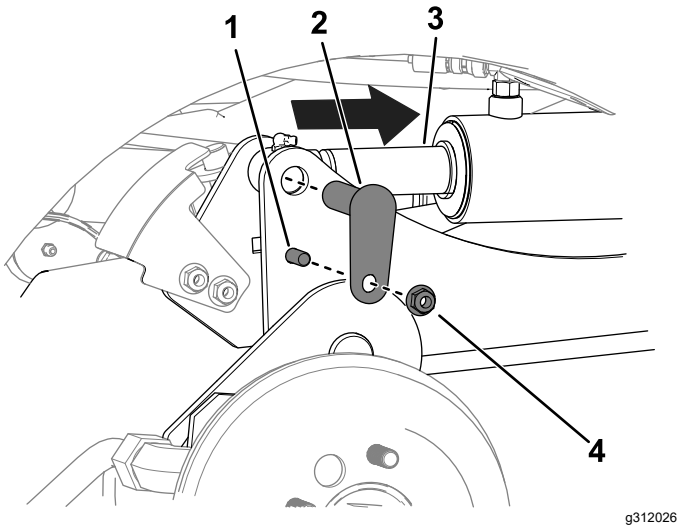

Figuur 10
C. Gebruik een doorn om de gaten van de cilinderstang uit te lijnen met de gaten in de hefarm (Figuur 10).
D. Gebruik 2 bouten (⅜" x 1¼"), 2 moeren (⅜") en 2 kleine pennen om de hefarmen aan de cilinders te monteren (Figuur 10).